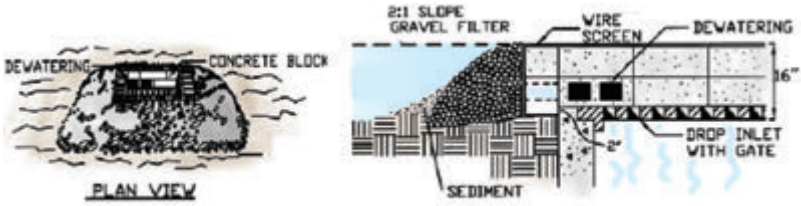

Figures 5.2. Block and rock details.
- Double stack rows (1-2 feet above top of inlet) of concrete blocks around drop inlet. Do not use mortar. Recess the first row of blocks 2 inches below the top of inlet (Figure 5.2).